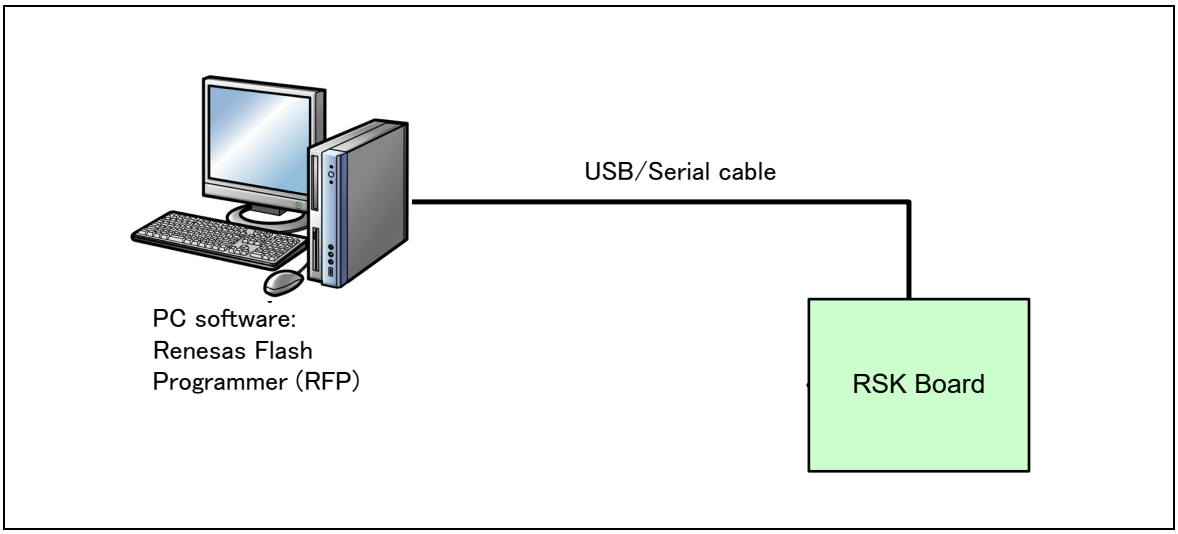

Figure 4-3 Connection Diagram with No Emulator
b) When writing this program to the user boot area without use of an emulator (as in **Figure 4-3**), write to the ROM in boot mode. The user boot area cannot be programmed in USB boot mode.